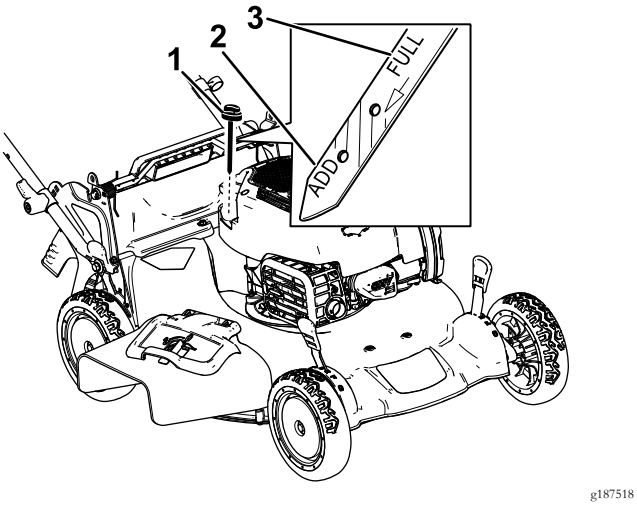

Figur 8
2. Fjern målepinden ved at dreje dækslet mod uret og trække den ud (Figur 8).
6. Aflæs oliestanden på målepinden (Figur 8).